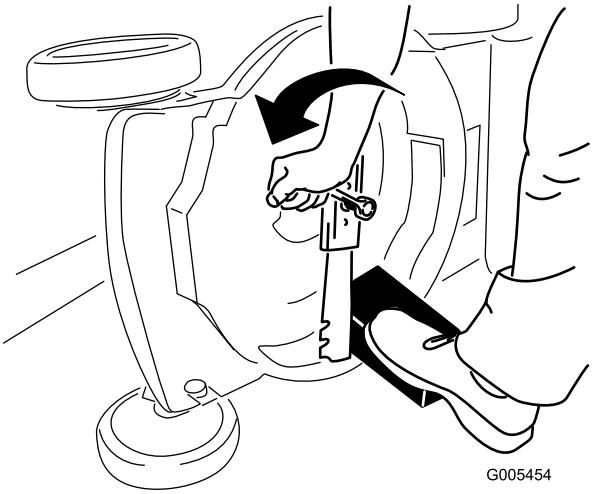

Figur 27
3. Bruk en treblokk til å holde kniven fast (Figur 27).
4. Fjern kniven, behold alle monteringsdeler (Figur 27).